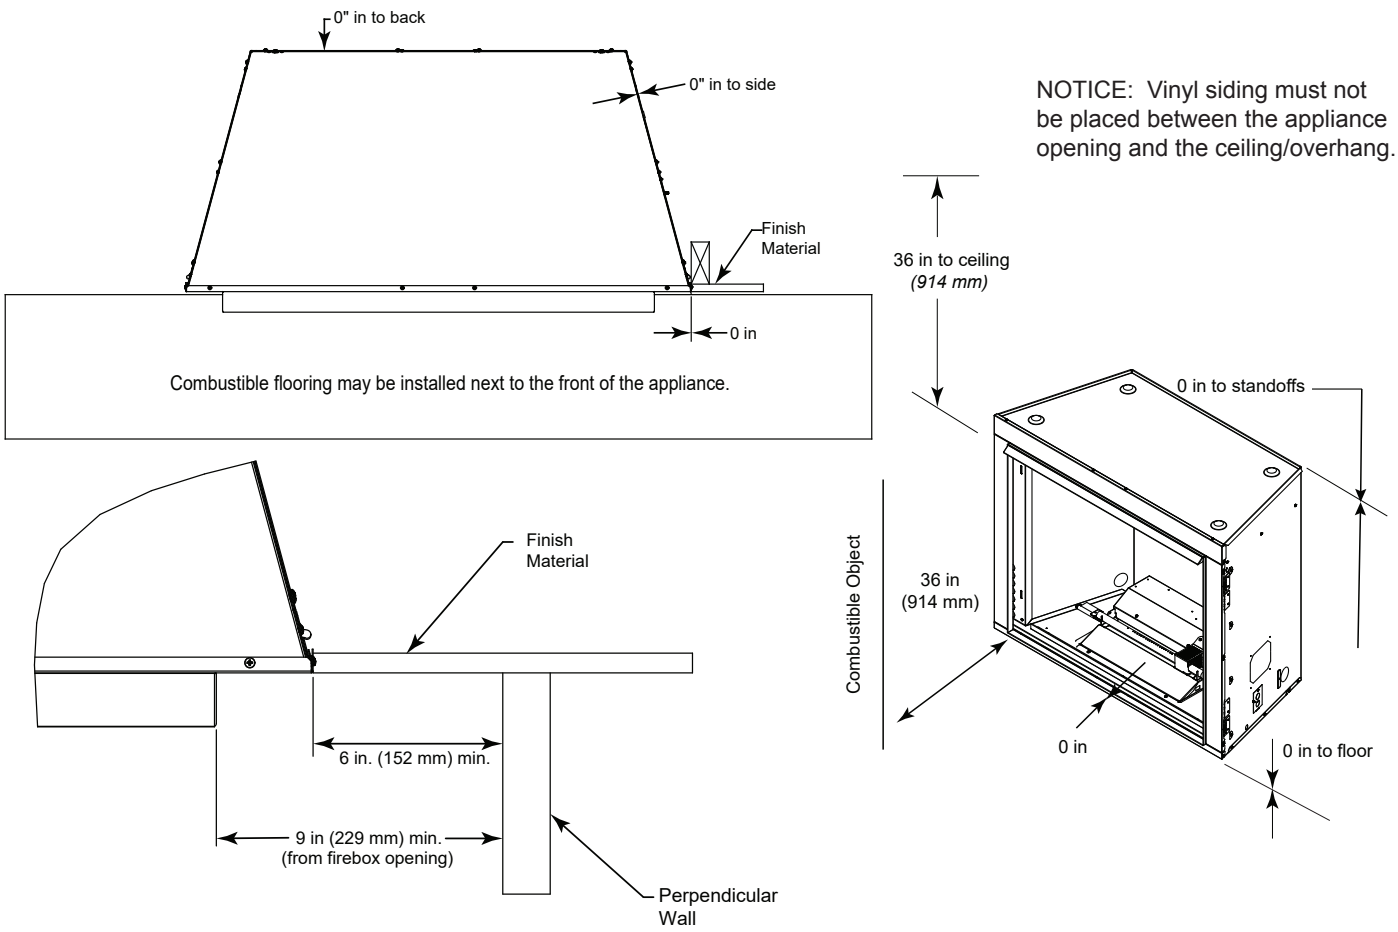

Figure 3.3 Clearance to Combustibles
When selecting a location for the appliance it is important to consider the required clearances to walls (see Figure 3.3 and 3.4).
- See Figure 3.3 and 3.4 for required clearances.
- Minimum air clearance at side and back of the appliance must be maintained. See Figure 3.3.